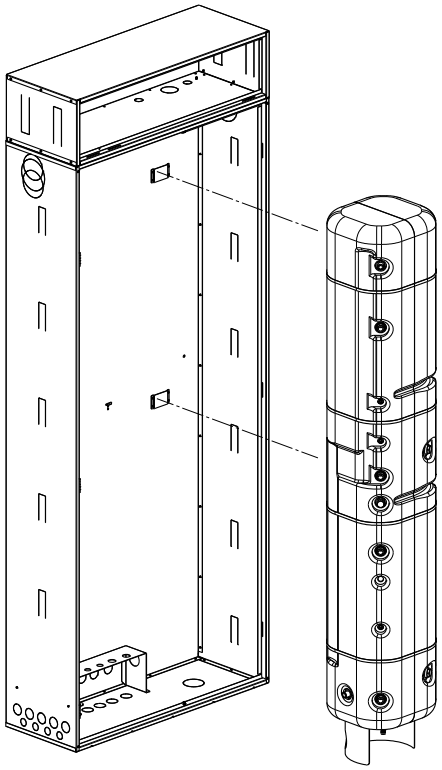
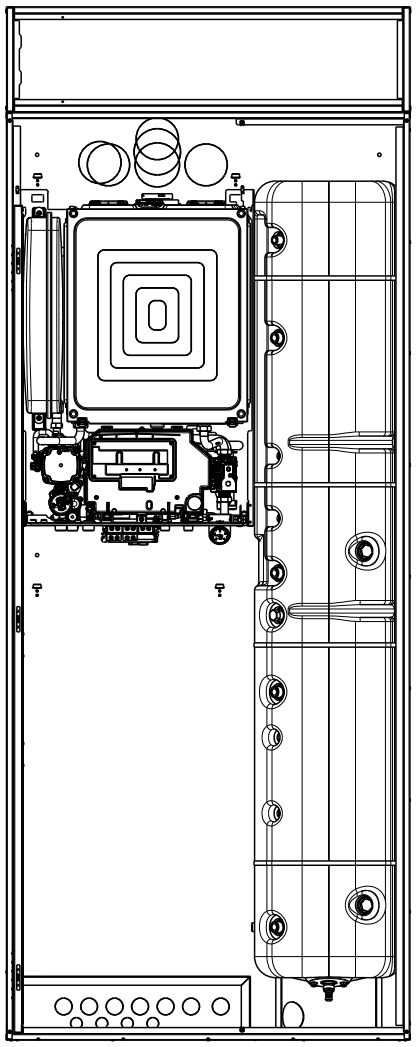

fig. 18
fig. 19
- Posizionare il bollitore (fig. 18) facendo in modo che i ganci del box da incasso si innestino correttamente nel bollitore stesso, ed avendo cura che il piede del bollitore appoggi sul fondo dell'armadio da incasso (fig. 19).